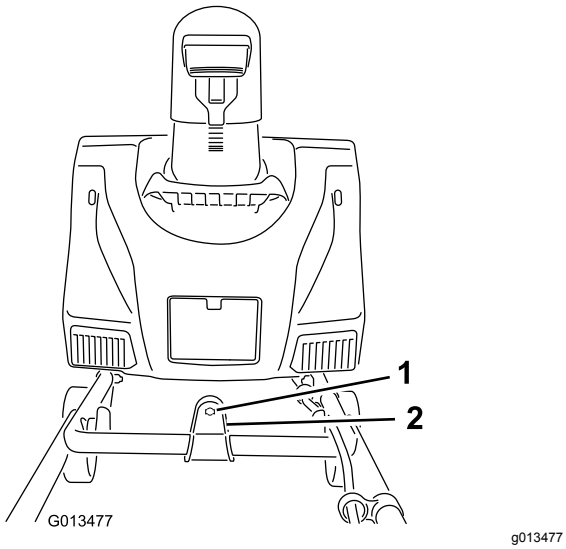

Figura 4
2. Inserite l'estremità dell'asta di comando del camino nel foro della chiavetta nella staffa fissata alla parte superiore della stegola inferiore (Figura 4).